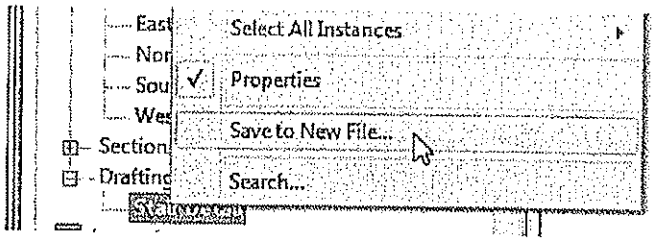

Figure 15–4
1. In the Project Browser, right-click on the drafting view that you want to save and select **Save to New File**, as shown in Figure 15–4.